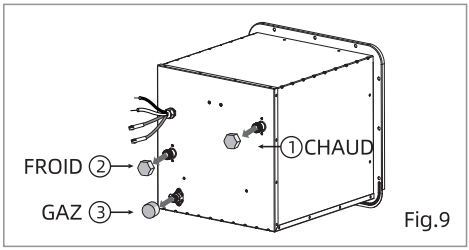

Fig.9
2. Retirez les capuchons de protection des connecteurs d'eau FROIDE, CHAUDE et GAZ de la partie arrière de l'appareil. (Fig.9)